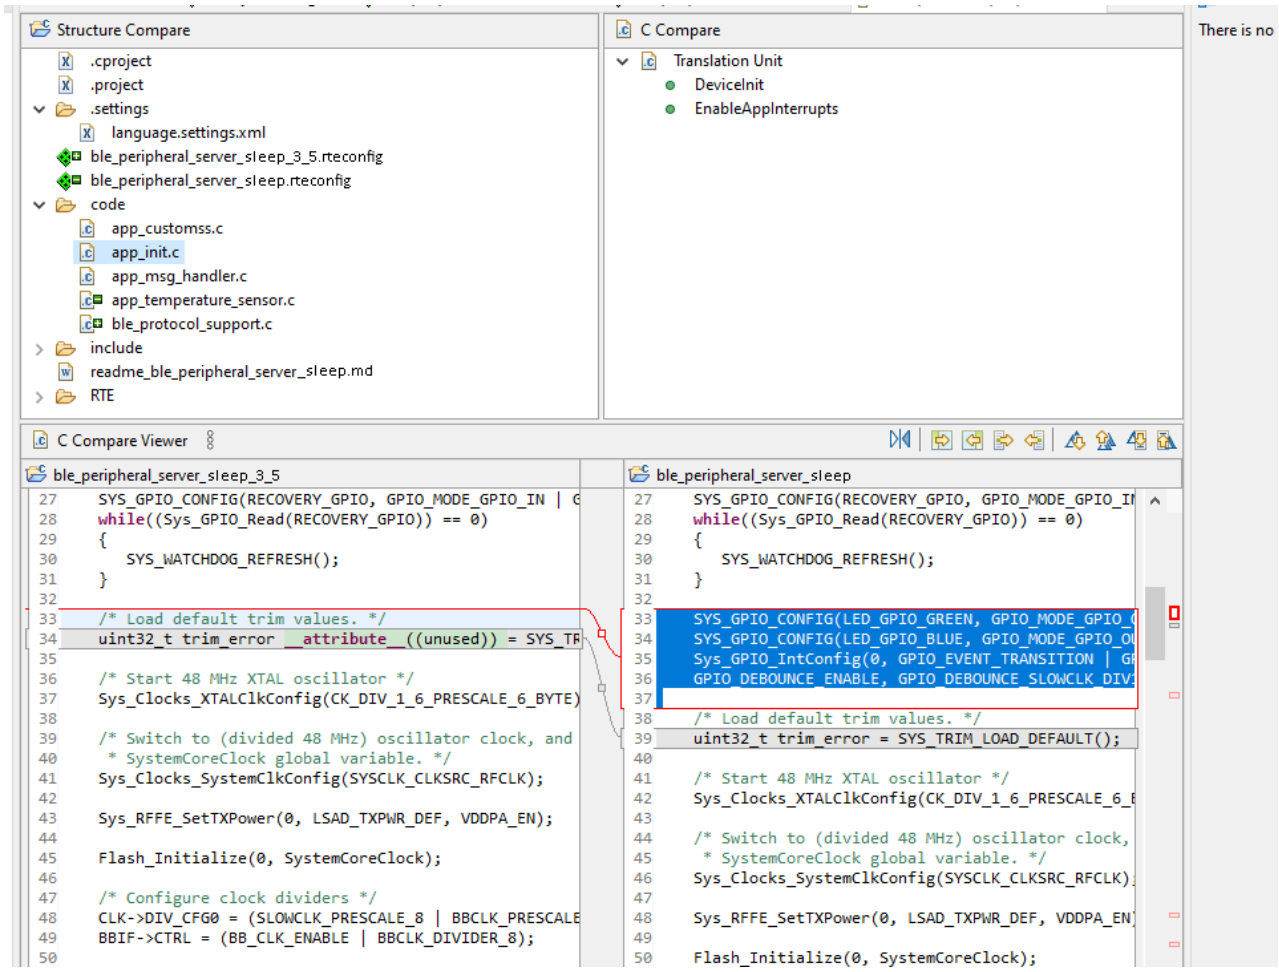

Figure 19. Changes Shown Between Application Versions
7. The output shows all the files and the changes within the files, as seen in the "Changes Shown Between Application Versions" figure (Figure 19).